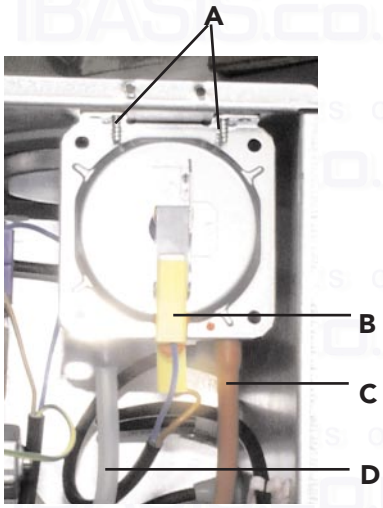

Fig. 37
7.06 Air pressure switch (fig. 37)